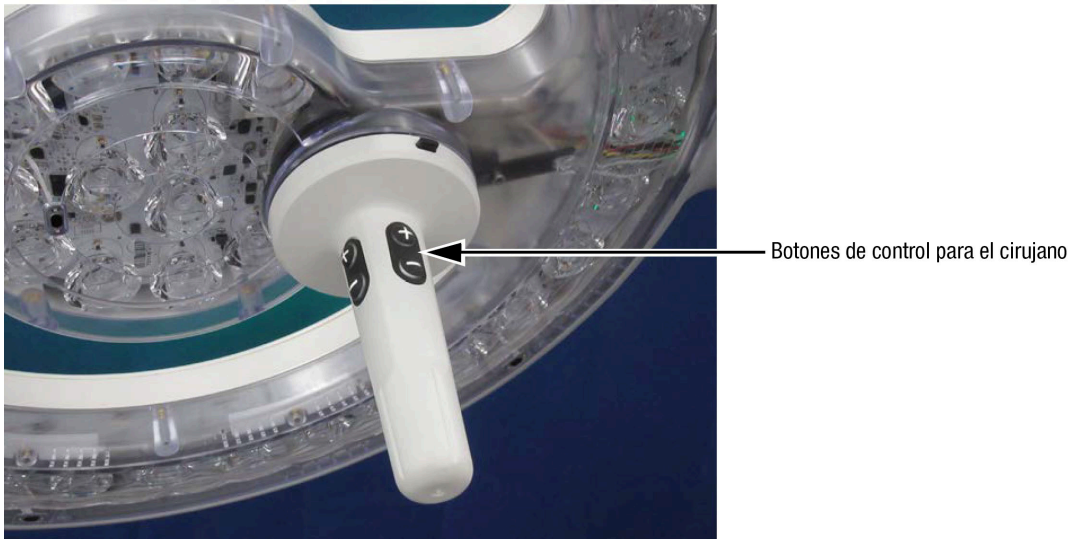

Figura 6-11. Botones de control del cuerpo de lámpara para el cirujano
1. Sujete el mango del cuerpo de lámpara correspondiente. Cada mango tiene cuatro pares de botones de membrana ubicados hacia la parte superior del mango. Consulte la *Figura 6-11*.